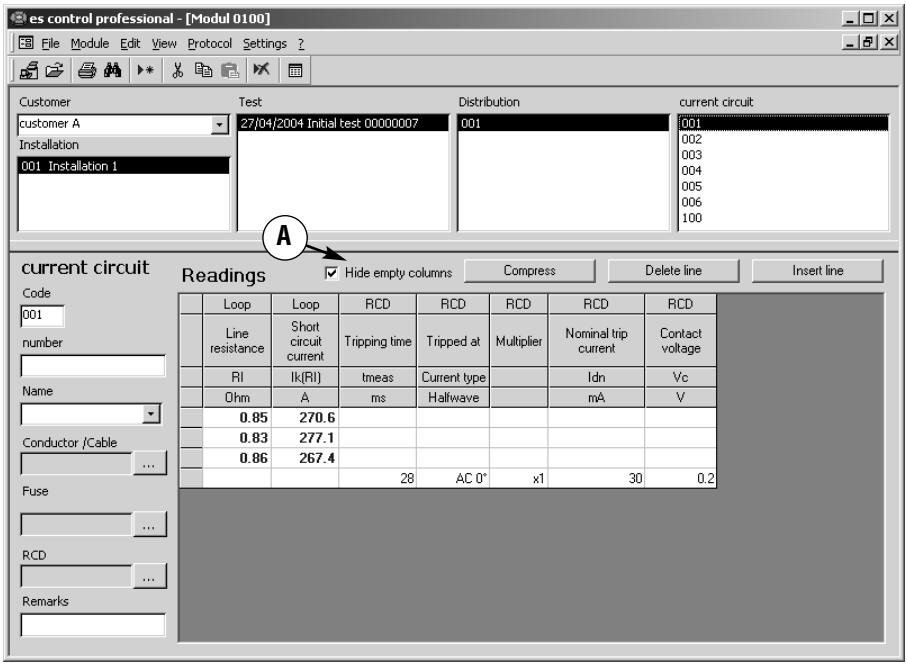

Figure 6.14: “Measurements” window
- To hide empty columns click on the marked field ‘Hide empty columns’ (A), the read in measurement results are presented as shown in Figure 6.14.